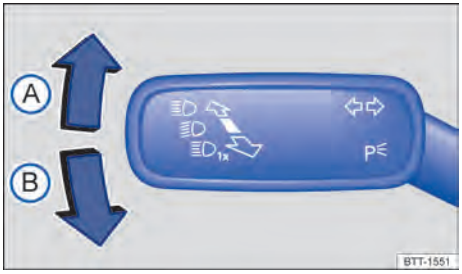

Fig. 89 En el lado izquierdo de la columna de dirección: palanca de los intermitentes y de la luz de carretera.
2. Mueva la palanca desde la posición central hasta la posición deseada → Fig. 89.